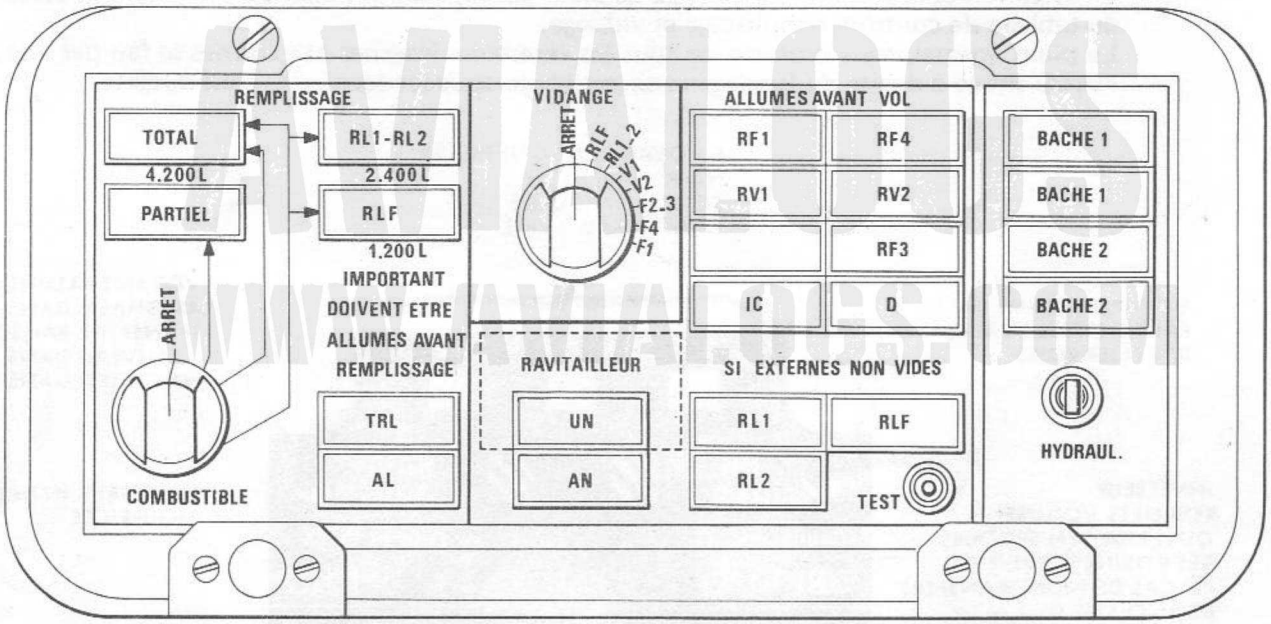

FIGURE 4 - TABLEAU DE CONTROLE DU REMPLISSAGE ET VIDANGE
3.2.4.2 - Tableau de contrôle de remplissage et vidange (Fig. 4)